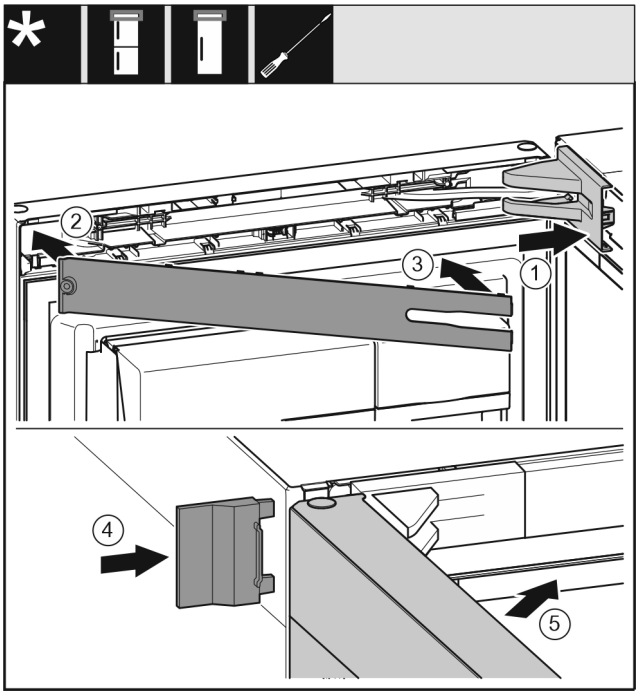

Fig. 46
- ▶ Uzlieciet un nofiksējiet gultņa balsta pārsegu *Fig. 46 (1)*, ja nepieciešams, uzmanīgi atspiediet.
- ▶ Uzlieciet aizsegu *Fig. 46 (2)*.
- ▶ Pievirziet un nofiksējiet aizsegu *Fig. 46 (3)*.
- ▶ Uzbīdiet ārējo pārsegu *Fig. 46 (4)*.
- ▶ Aizveriet augšējās durvis *Fig. 46 (5)*.